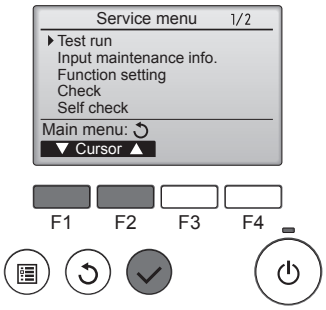

Fig. 8-1
① Dans le Menu SAV, sélectionnez "Test run" (Test fonctions) puis appuyez sur la touche [CHOIX]. (Fig. 8-1)